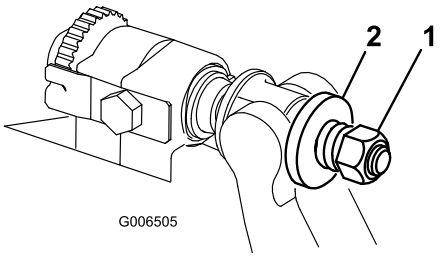

Rysunek 23
6. Dokręć nakrętkę regulacyjną naprężenia sprężyny do momentu opadnięcia sprężyny, a następnie cofnij ją o 1/2 obrotu (Rysunek 23).